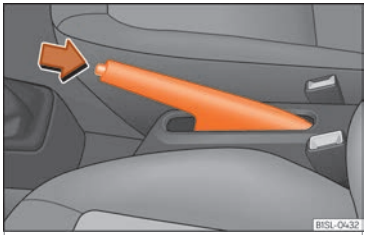

Fig. 161 Between the front seats: parking brake.
- Pull gently in an upwards direction on the handbrake lever and press the lock button ››› Fig. 161 (arrow).